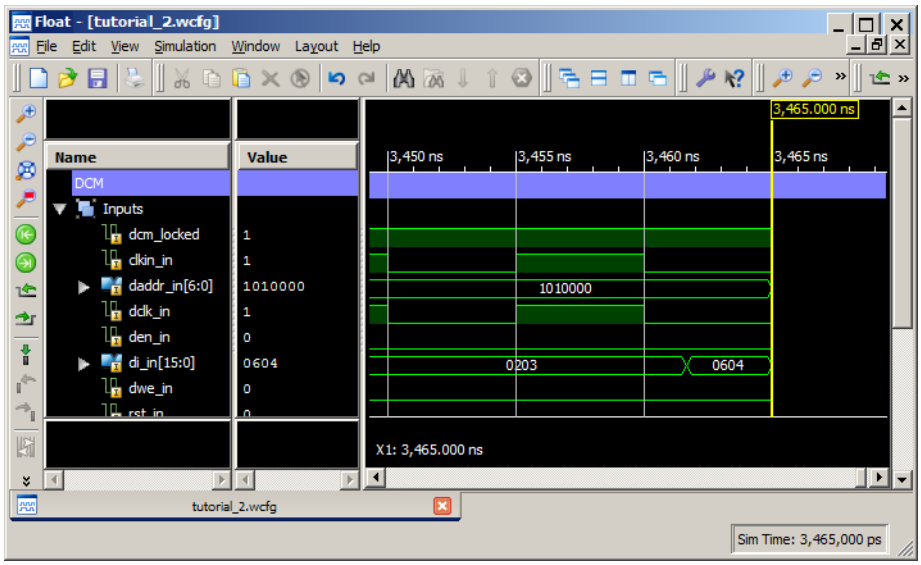

Figure 3-34: **Wave Window: Analyzing Output of DCM DI_IN Input Bus**
3. Right-click anywhere on the executable line and select **Toggle Breakpoint** to add the breakpoint (see Figure 3-34, page 42.)
4. Continue stepping through the simulation until the `di_in` bus signal is updated with a new value (you might need to zoom in to observe the change). At around 3,465 ns, the bus should be updated from 0203h to 0604h (see Figure 3-34, page 42).